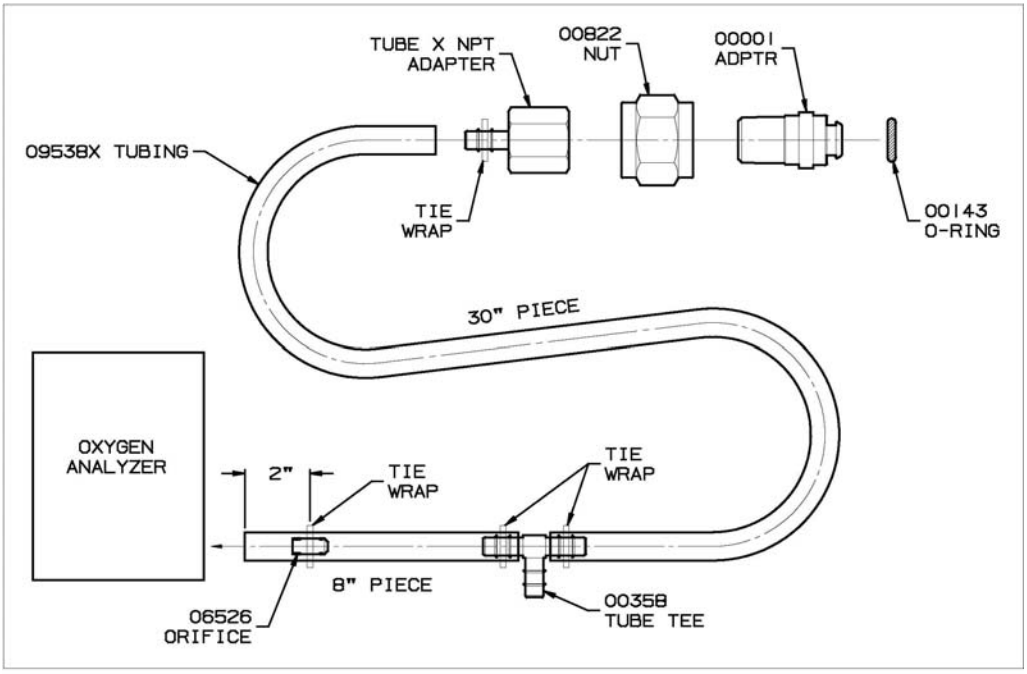

Figure 2
4. For testing Microblenders with flow meters ("UltraBlenders"), hook up the inputs to the Microblender in the normal manner to the test station. Connect the outlet being tested directly to the Oxygen Analyzer via a tubing assembly equivalent to that shown in Figure 2. Leave the opposite outlet disconnected (no hose).